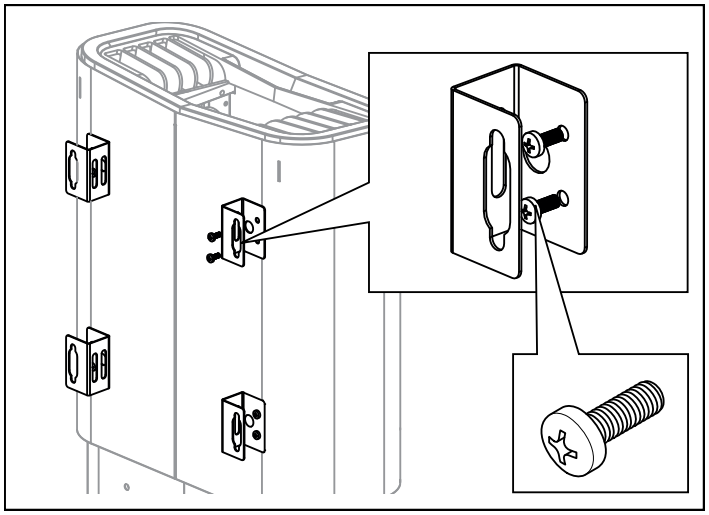

Fig 7: Montera konsolerna på aggregatet
5. Lossa de två första skruvarna på aggregatets baksida och skruva fast en av de fyra konsolerna. Upprepa proceduren tills alla konsolerna sitter på plats (se Fig 7)